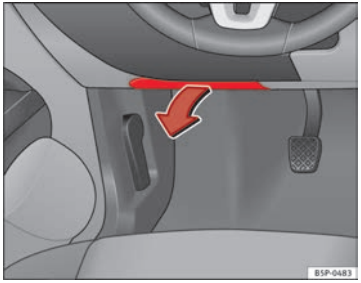

Abb. 185 Links in der Instrumententafel: Abdeckung des Sicherungskastens.
- *Öffnen*: Abdeckung nach unten aufklappen ⇒ Abb. 185.